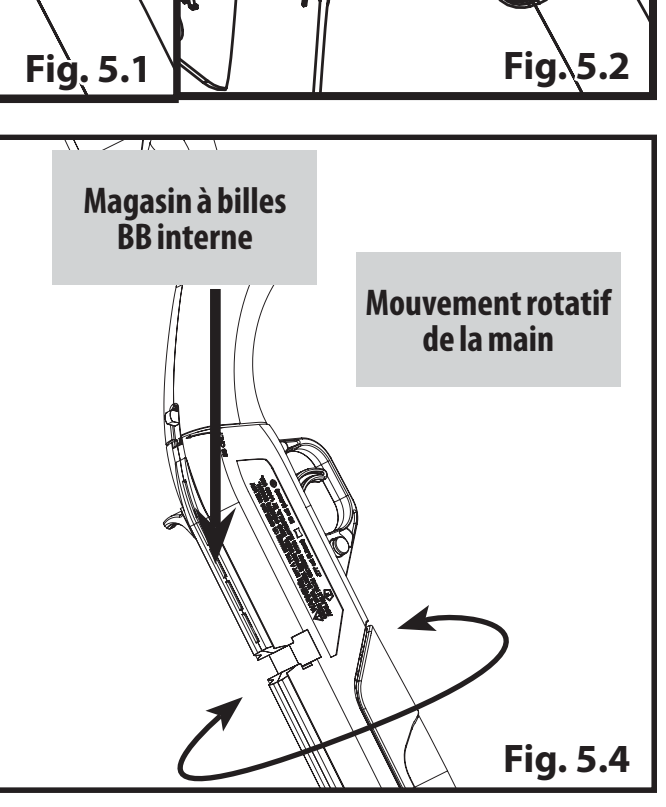

Fig. 5.4
- **b.** Pointez le canon vers le bas et en un mouvement rotatif de la main, secouez et tournez la carabine à air comprimé pour remplir le magasin à billes BB interne (Fig. 5.4)